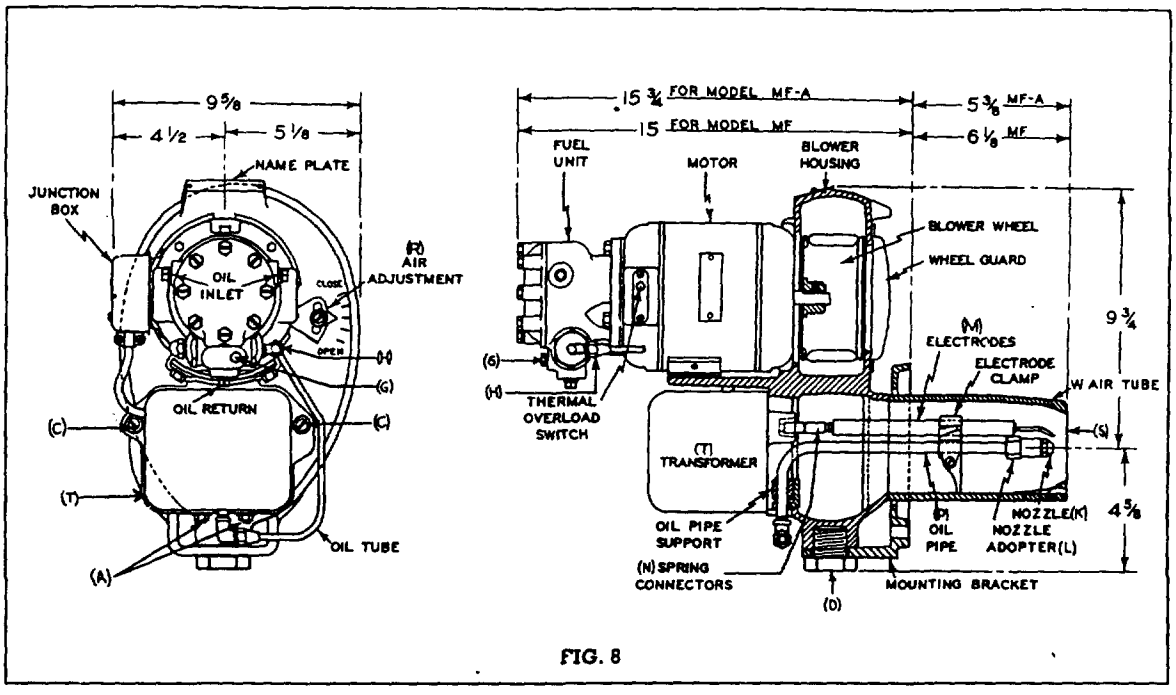
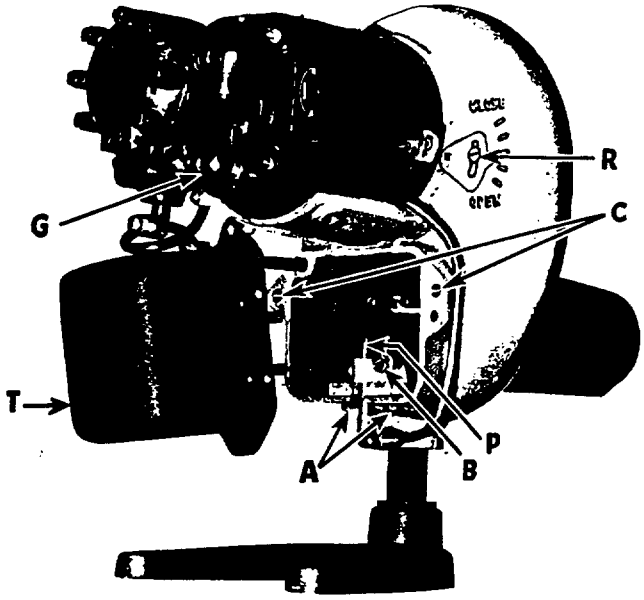

FIG. 8
FIG. 10—Transformer Pulled Back and Out of the Way
1. Remove the Oil Pipe Assembly as follows (see Figs. 8 and 10):
(c) Pull the transformer "T" out as far as it will go, about 2 inches. The transformer will swing down, out of the way. See Fig. 10.
(d) Remove the slotted head screw "B" (Fig. 10) which is located to the right of the steel Oil Pipe "P".
2. Install the proper size nozzle "K" required to carry the load. See Fig. 8. The minimum capacity of this burner is 1 gallon and the maximum 1.65 gallons per hour.
8. Purge the air from the pump assembly by removing the lower plug "G" on front of pump. See Figs. 8 and 11. Close burner switch and run burner until oil flows from this opening. Catch this in a can or jar. When no further air is evidenced and a steady oil stream appears then:
9. Stop the burner and replace the plug "G". See Figs. 8 and 11. Or, insert PRESSURE GAUGE at this point.
10. Start Burner. Make Air Adjustments at "R" (Figs. 8 and 10) to produce a clean flame, by loosening screw "R" and shifting pointer.
2. Close the Air Adjustment "R" (Figs. 8 and 10) until the flame becomes a trifle smoky. **Then open it carefully** to the point where a smooth clean flame is procured, and tighten screw.
NOTE: The burner comes with the tip of the nozzle $\frac{1}{2}$" back of the air tube opening "S". See Figs. 8 and 9. This position is proper for most installations. However, in some special cases a better and quieter flame is obtained by shortening or increasing this distance. This may be done by loosening the two nuts "A" (Fig. 10) on each side of the Oil Pipe, where the Oil Pipe comes through the cast iron blower housing. Push the Oil Pipe forward, with the fire going, as far as it will go. Now pull the pipe back very slowly and by careful observation the best location is readily determined. Tighten the two nuts "A".